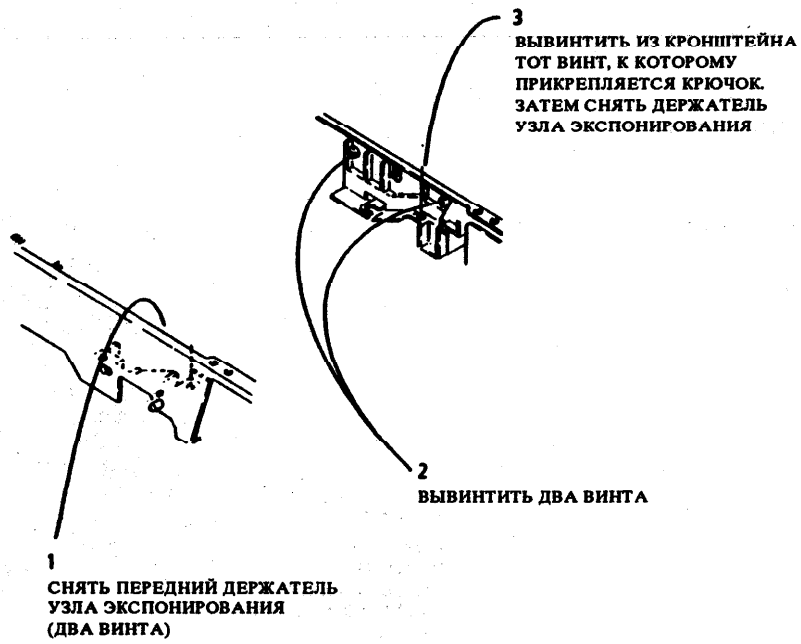

Рис. 1. Снятие держателей узла экспонирования
2. (Рис. 1): снять нужный держатель узла экспонирования (передний или задний).